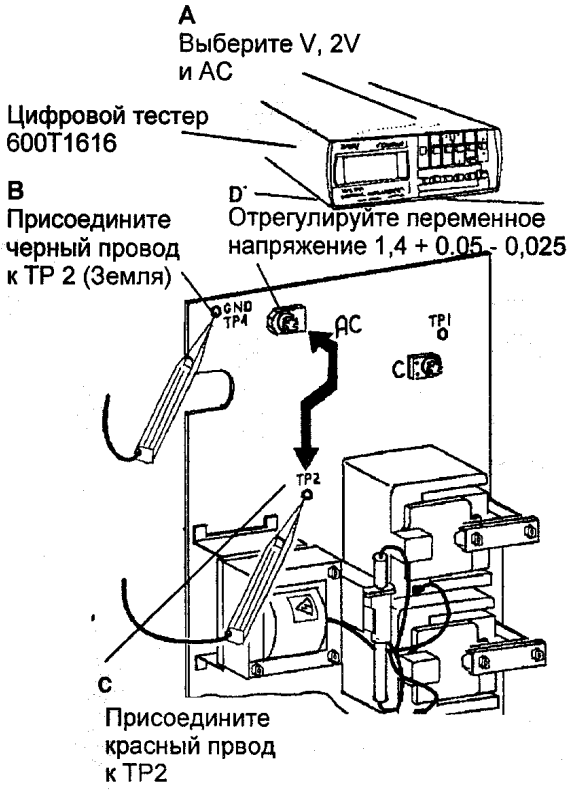

Рис. 4 Регулировка коротронов предварительного заряда и отделения
11. (РИС. 4): ОТРЕГУЛИРУЙТЕ НАПРЯЖЕНИЕ КОРОТРОНА ПРЕДВАРИТЕЛЬНОГО ЗАРЯДА И КОРОТРОНА ОТДЕЛЕНИЯ.